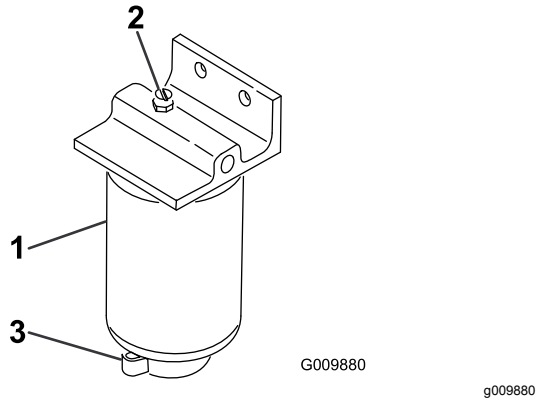

Figur 65
2. Løsne tappeventilen på bunnen av filterboksen (Figur 65).
1. Rengjør området der filterboksen skal festes (Figur 65).